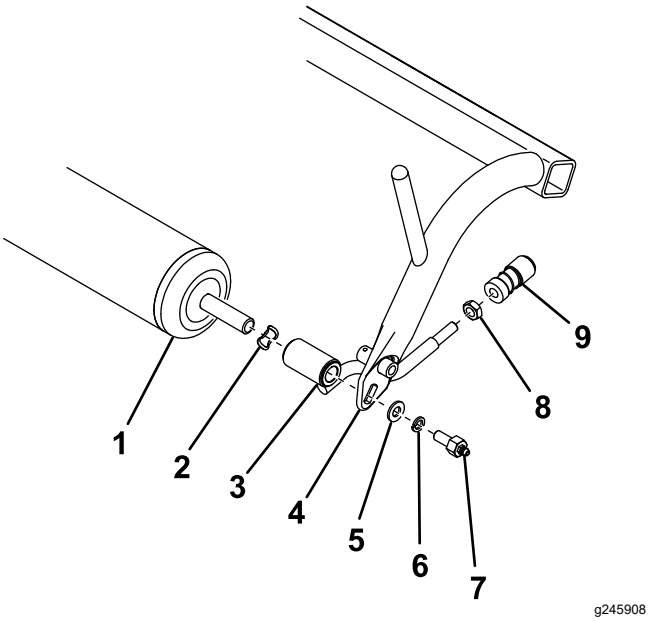

Figure 1
2. Remove the roller, spring washers, pull link assemblies, flat washers, lockwashers, and grease screws from the pull frame (Figure 1).
3. Remove and retain the ball joint receivers from the pull link assemblies (Figure 1). Discard all of the previously removed hardware except the roller and ball joint receivers.